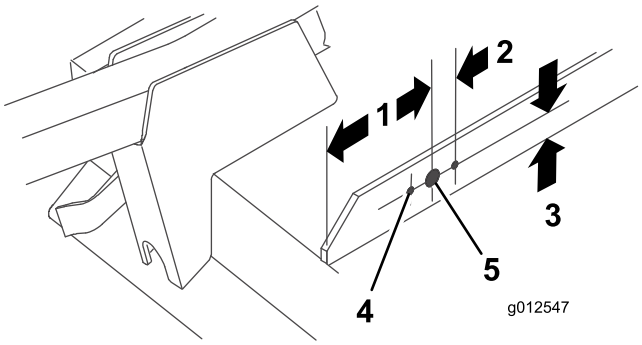

Figure 19
2. En vous aidant des dimensions données à la Figure 19, localisez, repérez et percez un trou de 13/16 po de diamètre et 2 trous de 13/32 po de diamètre dans la barre de liaison droite.